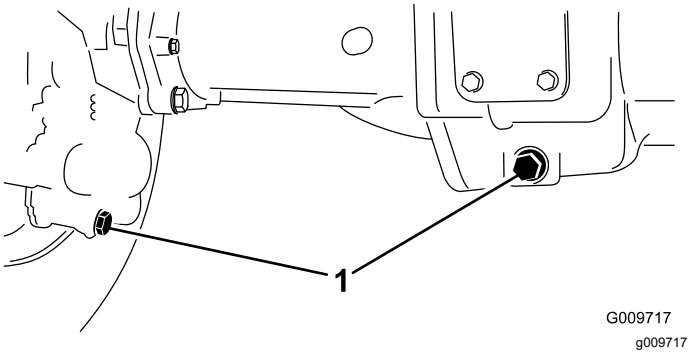

Figuur 69
2. Reinig de omgeving van de drie aftappluggen, 1 aan elke kant en 1 in het midden (Figuur 69).